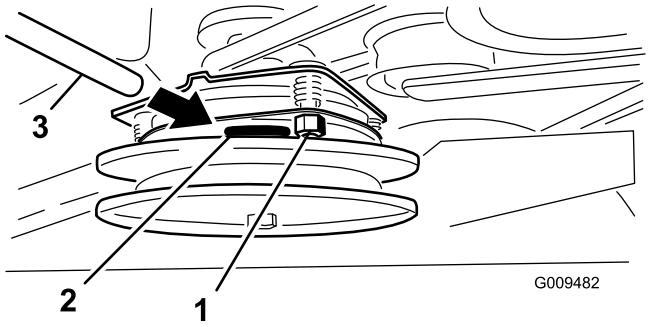

Figur 59
2. Hvis justering er nødvendig, still til 0,381 mm for hver enkelt av de tre justeringsstillingene. Stram låsemutrene til følerbladet sitter fast, men er løst nok til at det lett kan beveges innen luftgapet (Figur 59).